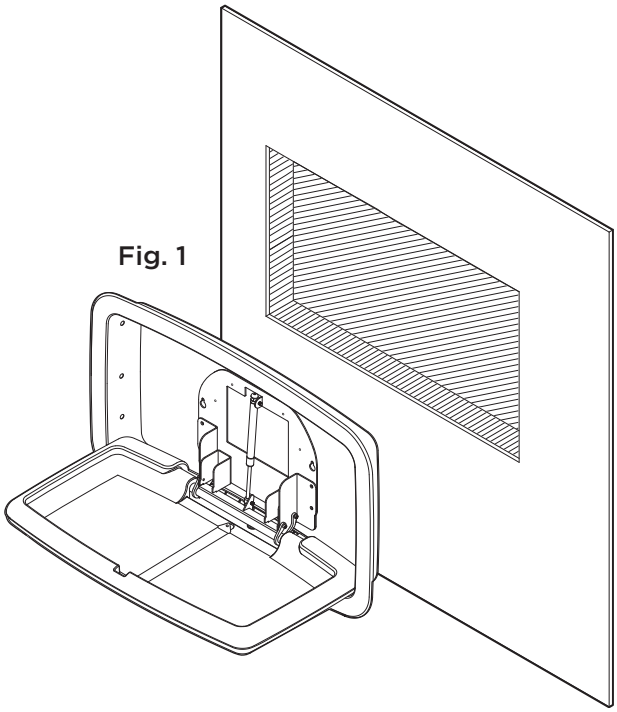

Fig. 1
- Prepare the rough wall opening per the Technical Data sheet. Make sure top of bottom stud is at 26 9/16″ (675mm) to ensure correct mounting height. **Fig. 1** For more information navigate to **www.koalabear.com**.